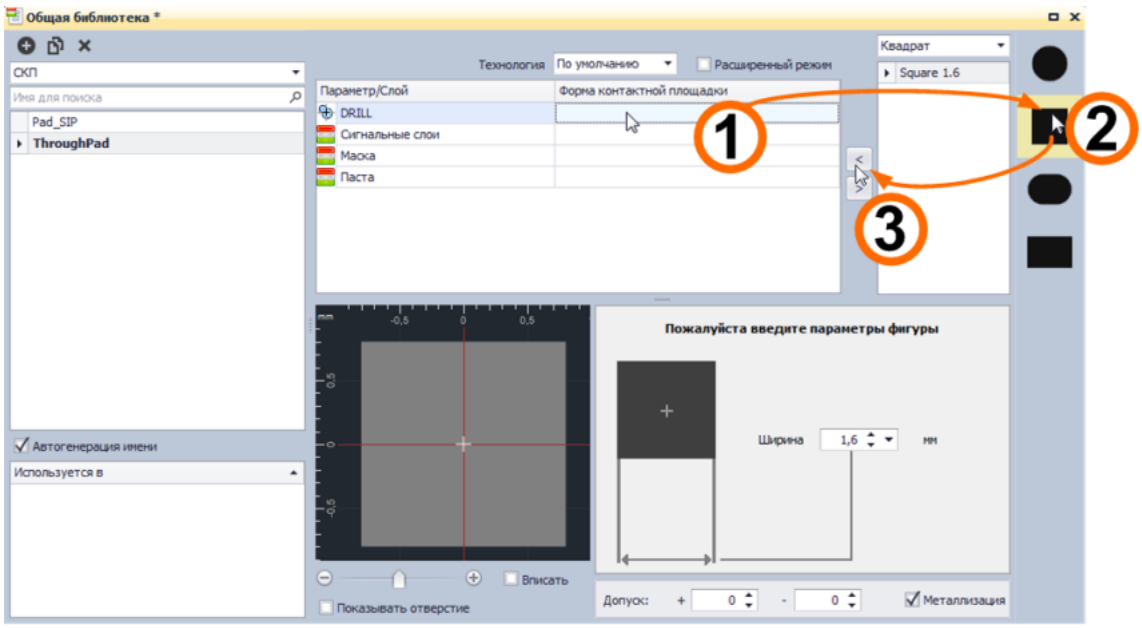

Рис. 124. Определение фигуры для слоя контактной площадки
4. Выберите слой (или другой параметр, например, отверстие для сквозной контактной площадки) в поле «Параметры контактной площадки» и задайте для него фигуру. Доступные фигуры расположены в правой части окна редактора. Чтобы задать для слоя выбранную фигуру необходимо нажать на кнопку «<», среди кнопок добавления фигур. Последовательность действий показана на Рис. 124.